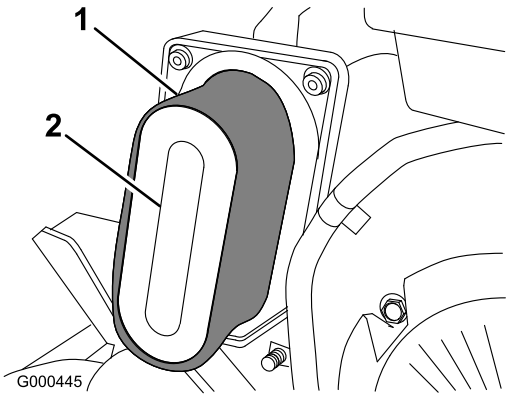

Figur 22
4. Hvis skumelementet er snavset, skal det fjernes fra papirelementet (Figur 22) og rengøres grundigt som følger: